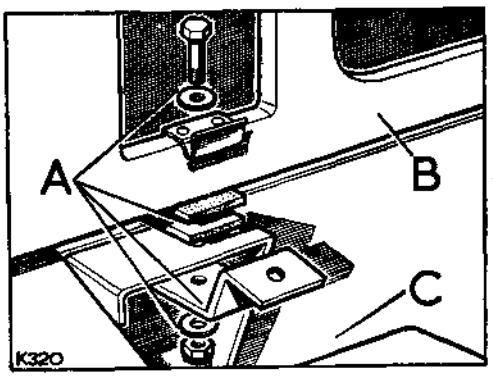

**Fig. A3-10. Fixings at chassis cross member**
1. Refit the radiator grille and radiator complete on to the vehicle. Fit the fan blades to the fan pulley before engaging the grille panel fixings. See Figs. A3-10 and A3-9 for fixings details.